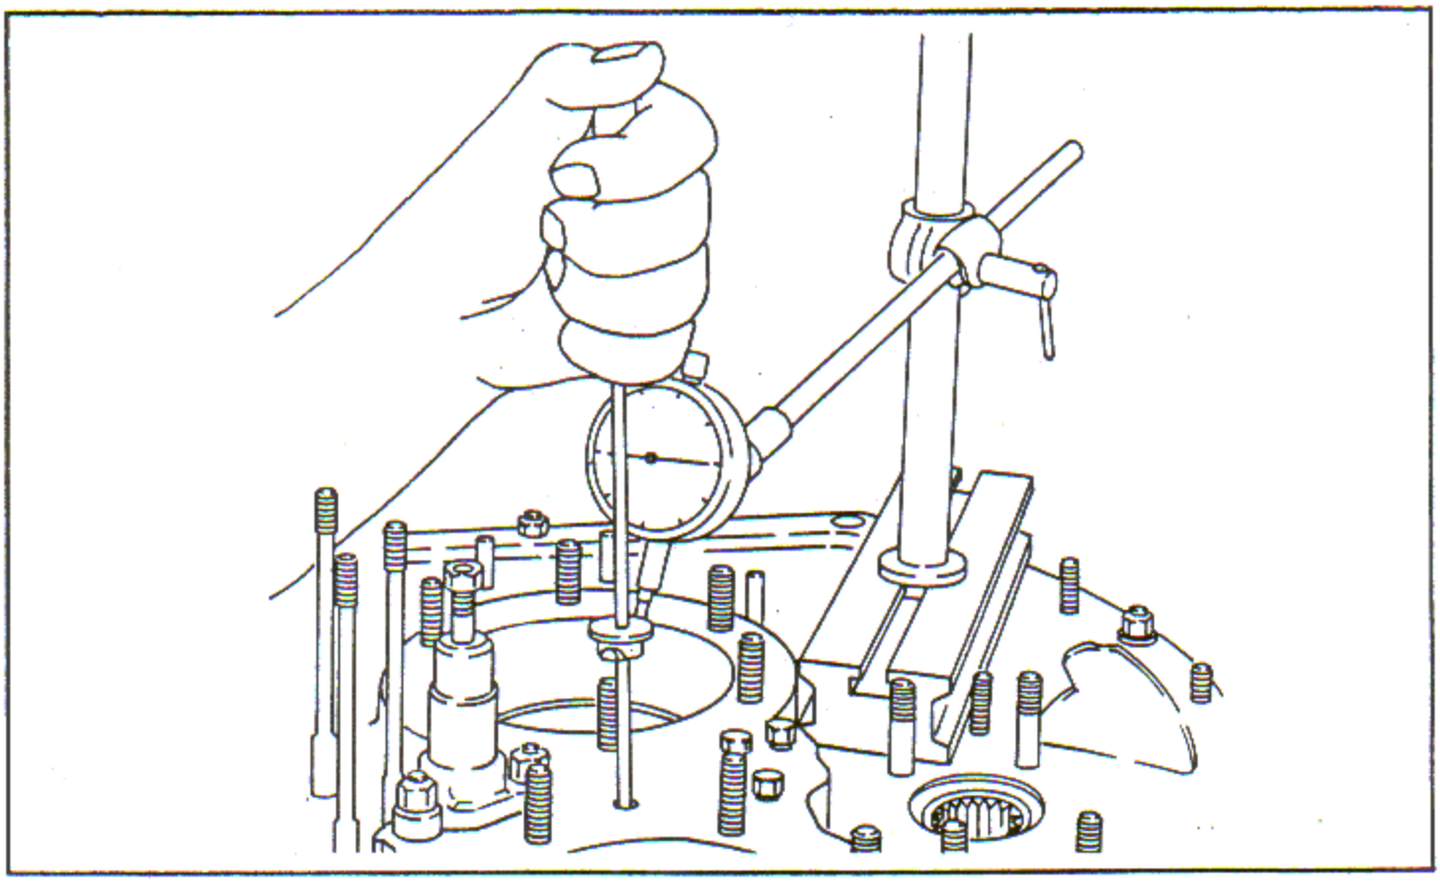

Figure 7-52. Checking End Clearance of Impeller Intermediate Drive Shaft (R1820-76 Series, -86A, -86B)
d. Remove the plug located between the generator and starter mounting pads. Install adapter through the hole and screw it into the threads provided in the intermediate impeller drive shaft. Check the end clearance of the shaft with a dial indicator. Pull upward on the adapter as shown in figure 7-52. End clearance should agree with ref-